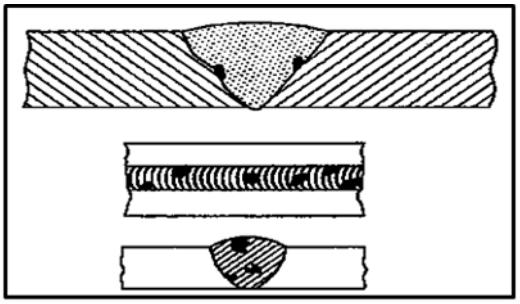

FIGUUR 8.1.1 (1)
8.1 Identifiseer die sweisdefekte in FIGUUR 8.1.1 en 8.1.2 hieronder.